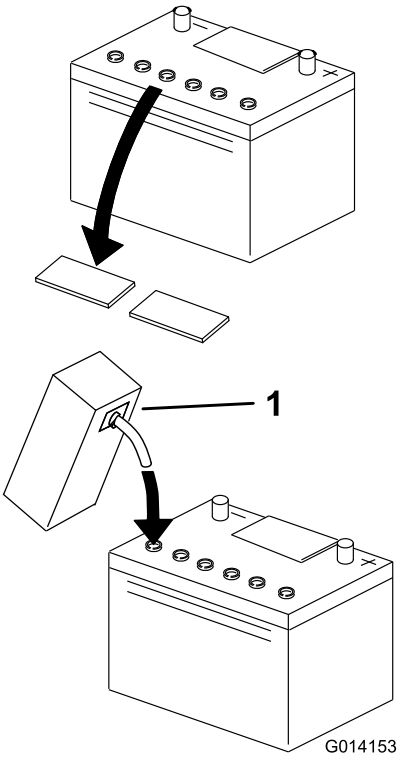

**Figuur 4**
4. Maak de bovenkant van de accu schoon en verwijder de vuldoppen (Figuur 4).
5. Vul elke cel voorzichtig met accuzuur tot het juiste peil (Figuur 4).
9. Vul indien nodig elke cel tot het juiste peil (Figuur 4).